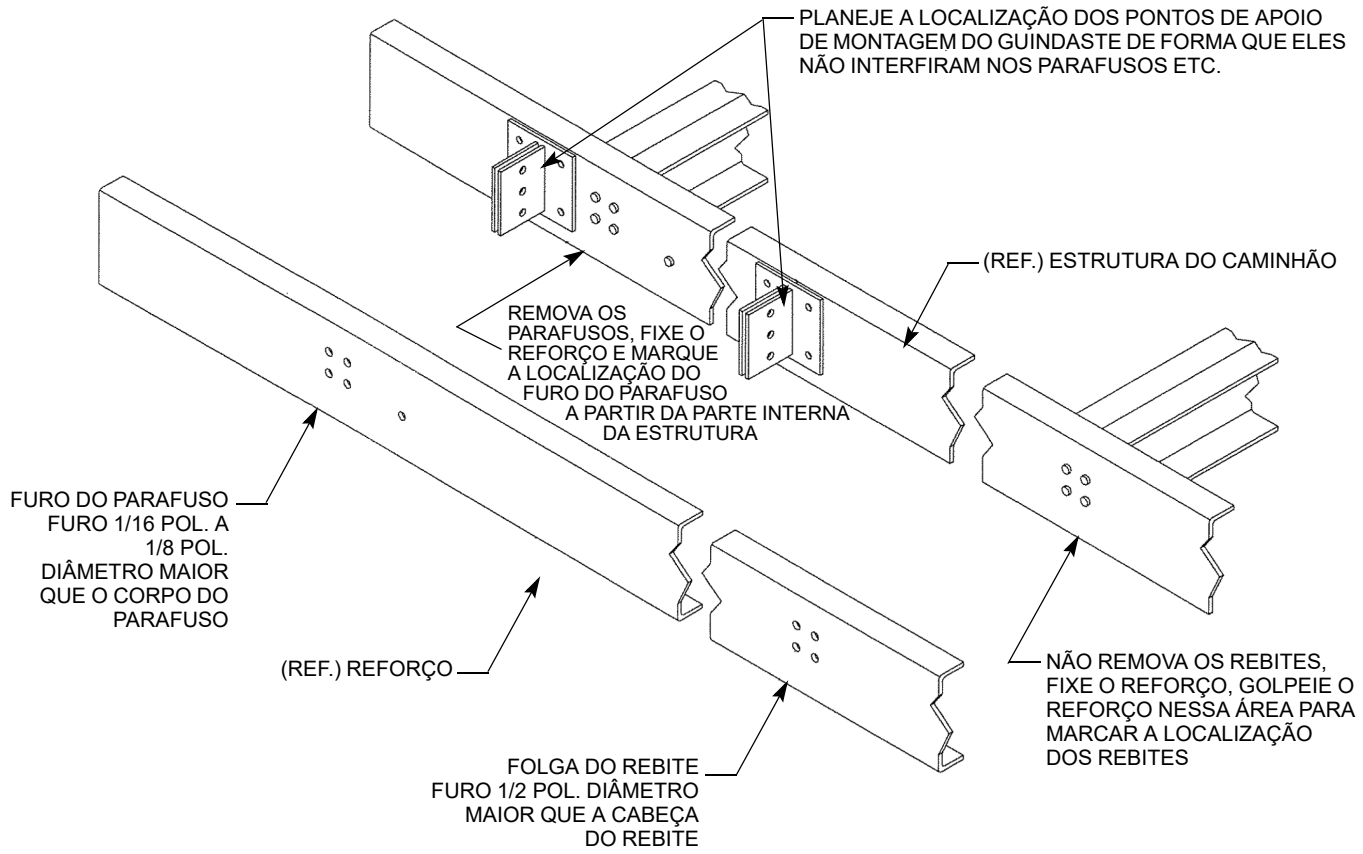

FIGURA 9-5
3. Se forem usados rebites para fixar os membros cruzados da estrutura do caminhão: Posicione o reforço na estrutura do caminhão e fixe-o no lugar. Consulte a Figura 9-5.
Remova o reforço e faça furos com broca ou maçarico para os parafusos ou rebites. Consulte a Figura 9-5.